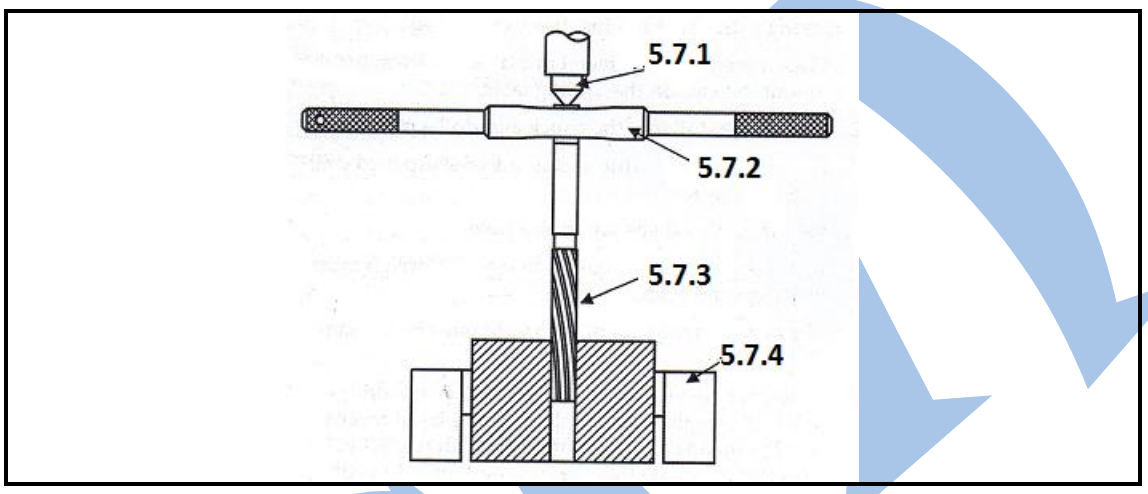

FIGURE 7
5.7 Reaming can be done both by hand and with machine. FIGURE 7 shows a reaming process. Label all the tools marked (5.7.1–5.7.4) in the ANSWER BOOK.